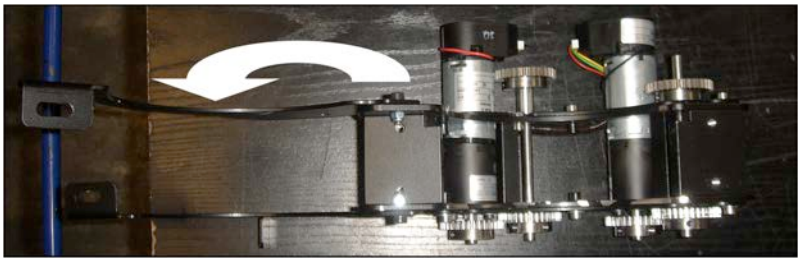

Figure 3-7 Open replacement motor set
4. Open the replacement motor set. (***Figure 3-7***)